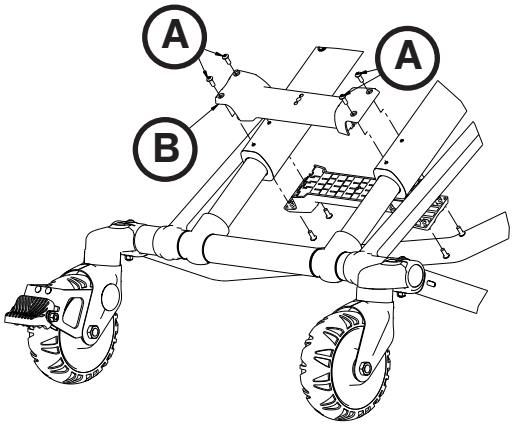

Figure 75
1. À l'aide d'un tournevis Torx T25, retirer les quatre vis à tête ronde (A) du renfort du châssis (B) (Figure 75).